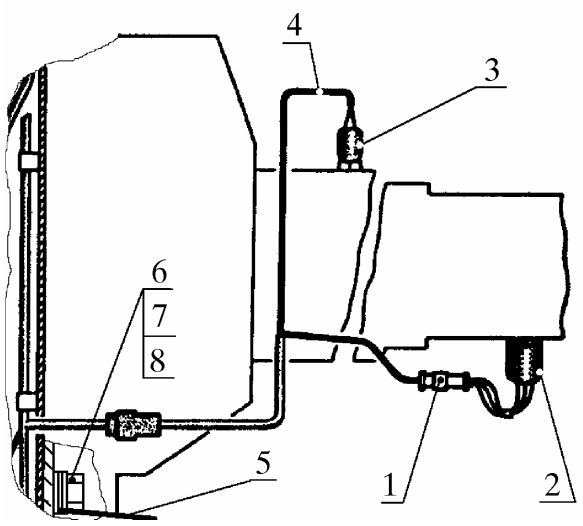

Рис. 16. Отсоединение проводов от датчика скорости и выключателя света заднего хода:
4.11**. Отсоединить от двигателя провод 5** (рис. 16) **“массы”,** вывинтив и сняв болт 6, шайбы 7 и 8 из отверстия картера сцепления с левой стороны